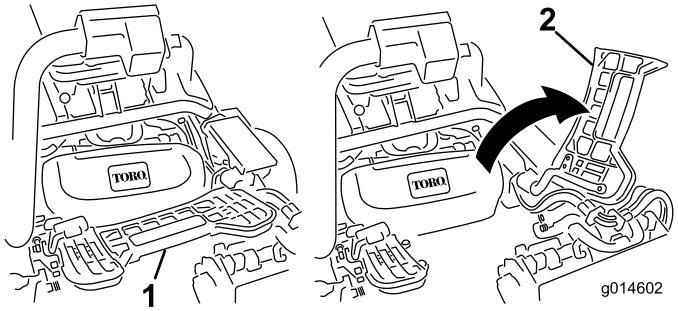

**Figuur 12**
7. Voor het monteren van het middelste maaidek moet u de voetsteun omhoog klappen zodat u toegang heeft tot de plaats van het middelste maaidek (Figuur 12).